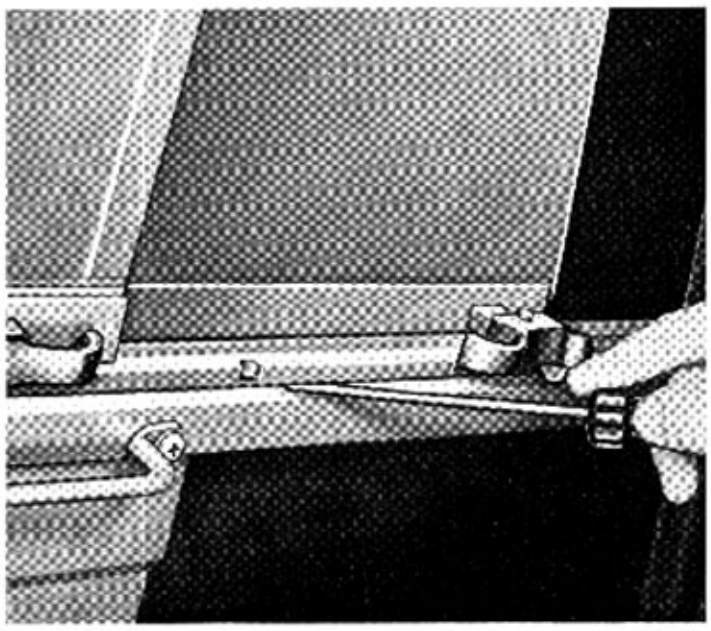

Bild 87-2. Borttagning av dörrfönster
2. Lätta på aluminiumlisten med en mejsel (se bild 87-2) och ta bort list med fönster.